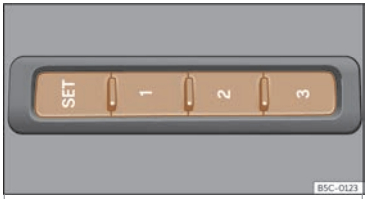

Fig. 102 No lateral exterior do asento do condutor:teclas de memoria.
- Prema a tecla **SET** por máis de 1 segundo ››› **fig. 102**.